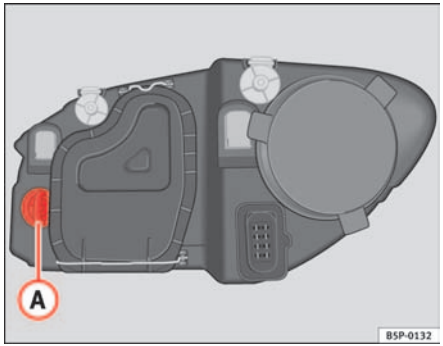

Fig. 180 Turn signal lamps
- Rotate the lamp holder ⇒ fig. 180 (A) to the left and pull.